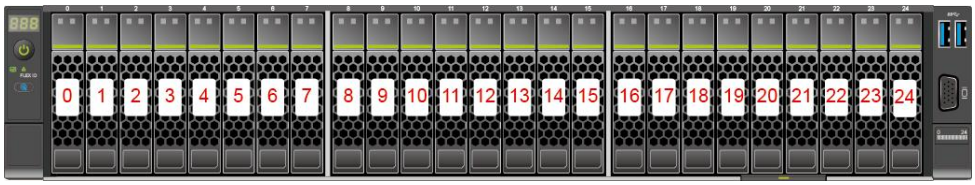

图 4-9 25x2.5 英寸硬盘配置的硬盘编号
- 25x2.5 英寸硬盘配置的硬盘编号如图 4-9 所示。